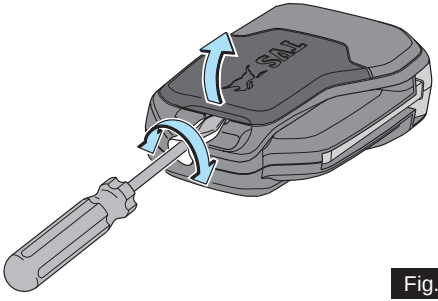

Fig. 12
- Using a suitable connector, remove the cover key fob gently as shown in the figure **(ref. Fig. 12)**.